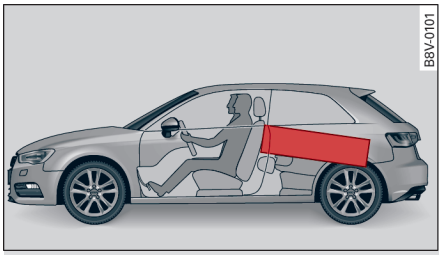

图 159 较重的物件要尽可能放在前面（实例）
- ▸ 应将较重的行李件摆放在行李箱内尽量靠前的位置 ⇨ *图 159*。